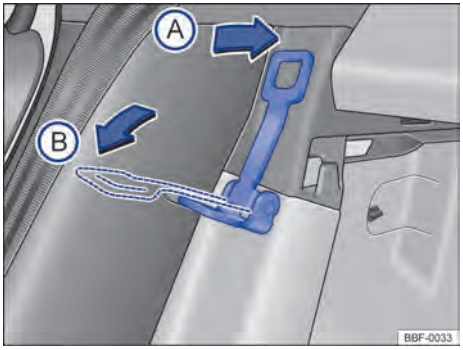

Fig. 69 Atrás do banco traseiro: alavanca para regulagem de inclinação do encosto
– **Posição** Ⓐ: colocar a alavanca → Fig. 69 no sentido da seta Ⓐ, para retornar o encosto do banco para sua posição original.
– **Posição** Ⓑ: colocar a alavanca → Fig. 69 no sentido da seta Ⓑ, para ampliar o compartimento de bagagem.
A Volkswagen indica não montar a cadeira de criança no banco traseiro na posição (B) → Fig. 69. ◁